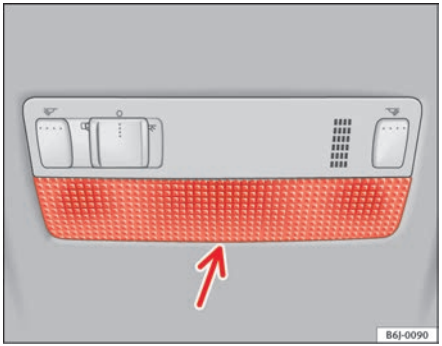

Fig. 148 Front reading light
– Insert a fine screwdriver between the casing and the glass ⇒ fig. 148.